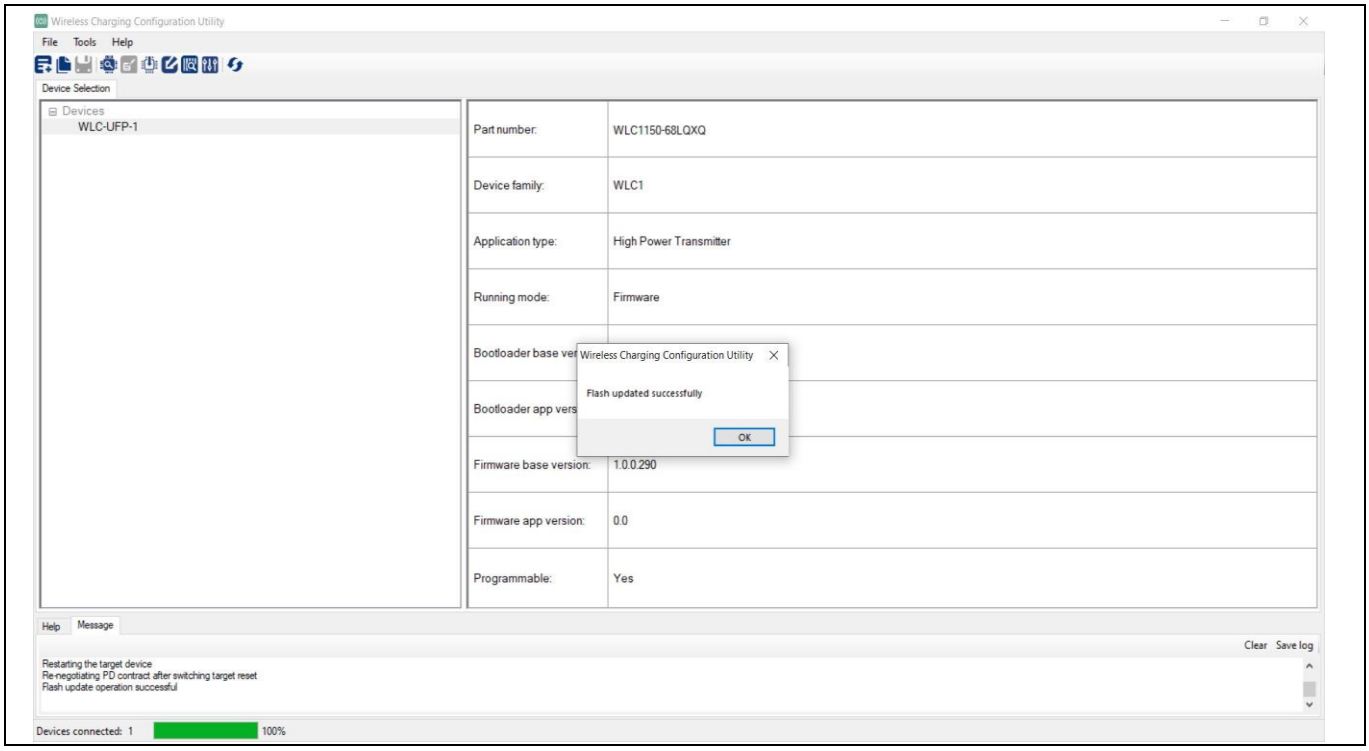

Figure 13 Downloading firmware to WLC1150 controller
8. Wait for the firmware download to complete, as shown in **Figure 13**. This operation may take around one minute.